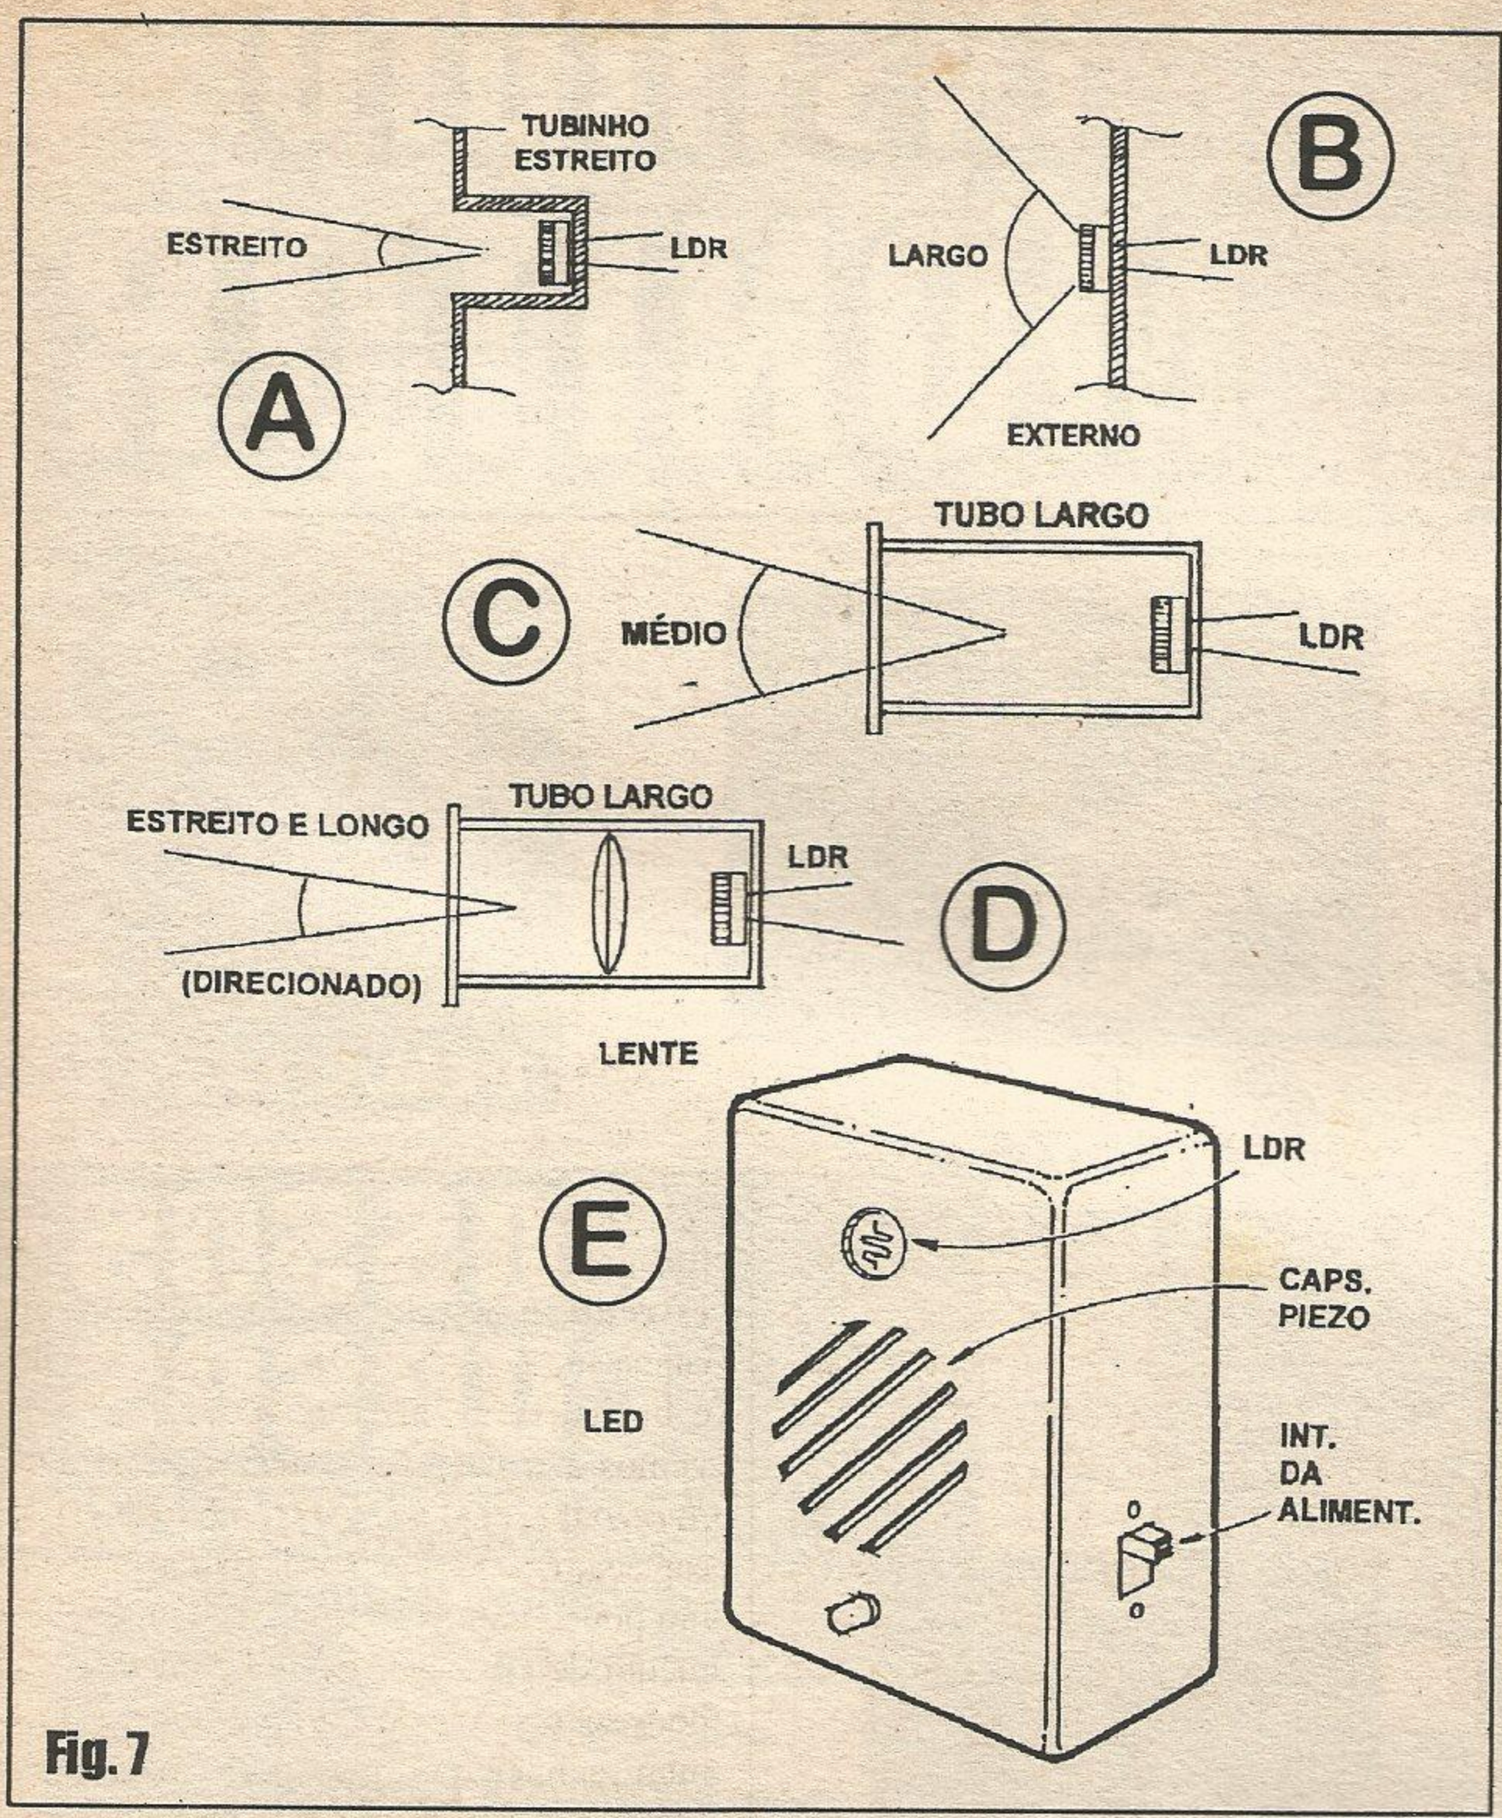

Fig. 7
**- FIG. 7 - CALIBRAÇÃO, OTIMIZAÇÃO ÓPTICA E SUGESTÃO PARA O *ENCAIXAMENTO*...** - Qualquer que seja o tipo de instalação ou número de sensores acoplados, a calibração do circuito é muito simples: liga-se a alimentação (nos parâmetros já indicados de tensão e corrente...) e gira-se o *trim-pot* até a extremidade de acionamento que proporcione o *apagamento* do LED piloto/monitor... Em seguida (ignorando o surgimento e eventual temporização do som de alarme...), o ajuste deve ser lentamente *retornado* (girando-se o *knobinho* incorporado ao *trim-pot* em sentido *contrário* ao anterior...), parando o giro *exatamente* no ponto em que o LED *acende firmemente*... Nada mais precisará ser feito, *mesmo que o dispositivo seja, posteriormente, levado para outro ambiente, sob outras condições médias de iluminação,* ***desde que a fonte/tensão de alimentação permaneça a mesma***...! Observando, agora, o diagrama, vamos falar um pouco sobre a eventual otimização óptica dos sensores: ainda que o circuito funcione perfeitamente mesmo com o LDR *em aberto*, algumas providências são possíveis para melhorar ou *particularizar* a sensibilidade... Se, como em **A**, o LDR for acondicionado no fundo de um tubinho **estreito**, o ângulo de sensibilidade ou captação, á sua frente, será também estreito e basicamente direcionado... Já em **B** vemos a instalação básica, com o LDR *livre*, o que determina um ângulo largo de captação (menos direcional, porém também um pouco menos sensível...). Um ângulo médio de captação/sensibilidade (ver **C**) pode ser obtido pelo *entubamento* do LDR num recipiente ou envoltório mais largo (do que em **A**...), caso em que o comprimento e o diâmetro do tubo determinarão a exata largura da *visão* que o LDR terá do campo à sua frente... Se for desejada uma captação/sensibilidade bastante direcionais e *agudas*, um campo angular estreito e longo pode ser obtido (ver **D**) com a intercalação de uma pequena lente no interior do tubo que contém o LDR... Não esquecer de regular o posicionamento da dita lente, em função do LDR, pela exata distância focal, no intuito do máximo direcionamento/sensibilidade... Recomendamos que o caro leitor/hobbysta experimente cada uma das possibilidades sugeridas, mantendo como definitiva aquela que melhores resultados proporcionar em função do ambiente e condições específicas... A propósito: em instalações com múltiplos sensores remotos, nada impede (muito pelo contrário...) que *cada* LDR seja dotado do seu próprio e eventualmente *diferente* apoio óptico, escolhido entre as propostas **A** até **D** da figura...! Finalmente, ainda na figura (item **E**) temos a sugestão para o acondicionamento básico do